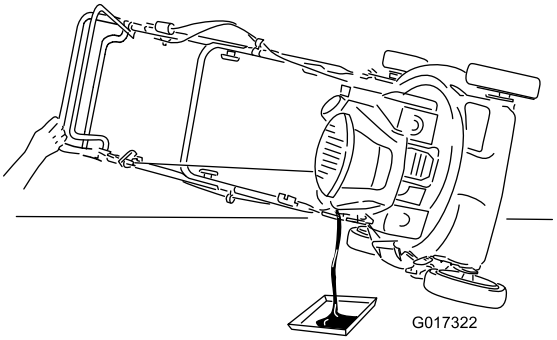

Figura 17
2. Ponga el cortacésped de lado, con el filtro de aire hacia arriba, y retire la varilla para drenar el aceite usado a través del tubo de llenado de aceite (Figura 17).